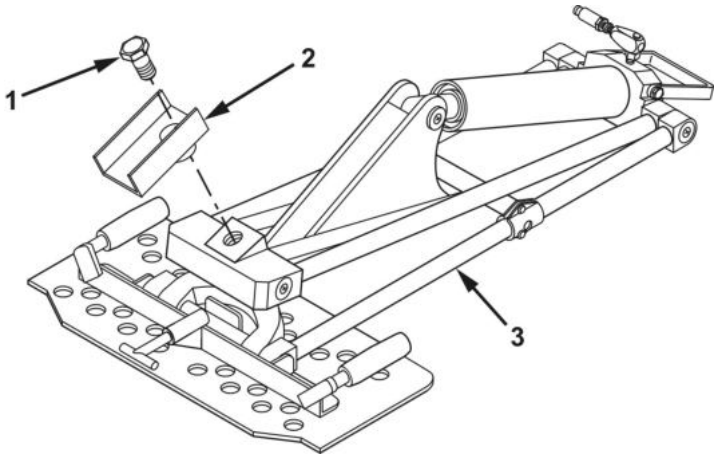

Figure 2. Trailer Jack Adapter.
2. Secure trailer adapter (Figure 2, Item 2) to jack (Figure 2, Item 3) with screw (Figure 2, Item 1).